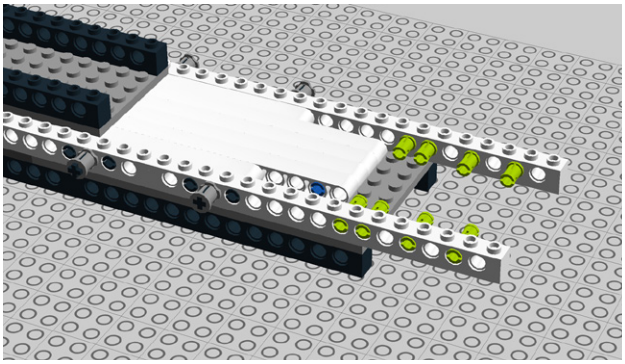

Figure 8-58. *Step 53: Adding eight more pegs*
53. Add eight more connector pegs as shown in Figure 8-58.